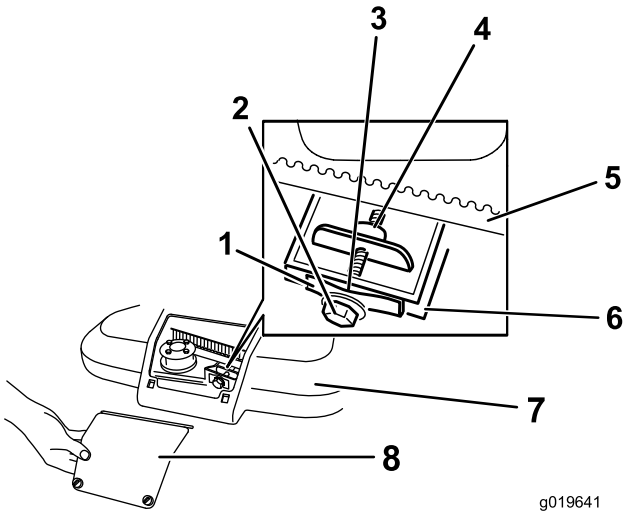

Figura 34
1. Allentate le 2 viti sul pannello di accesso del copricinghia e rimuovete il pannello (Figura 34).
Nota: Se il gioco tra calibro e molla è visibile, serrate il bullone e il dado di regolazione in modo che il carico scorra con difficoltà attraverso il gioco (Figura 34).